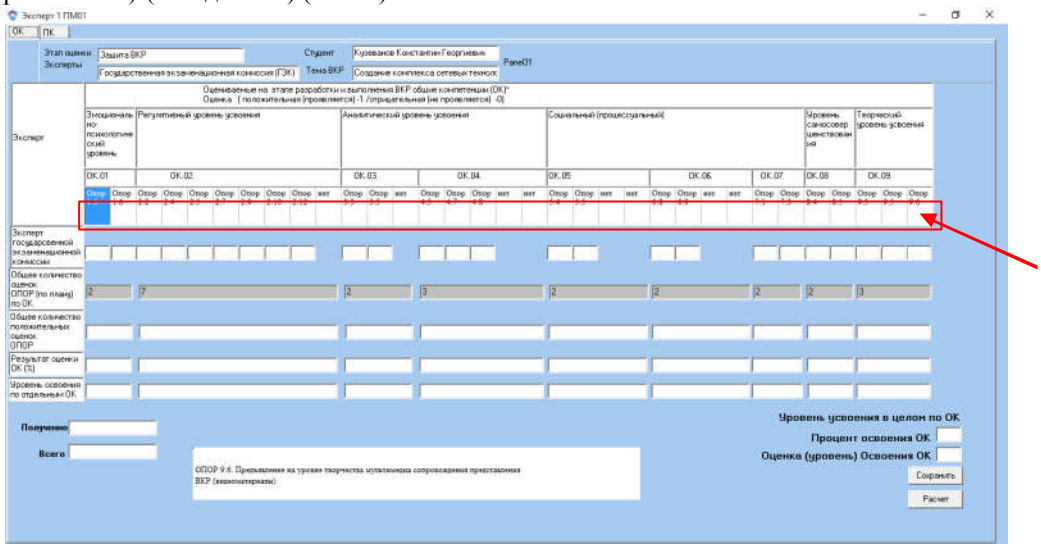

Рис. 6 Экспертный лист оценки общих компетенций
6. В оценочном листе Эксперт оценивает уровень сформированных общих компетенций, отслеживая проявление основных показателей оценки результата путем проставления в ячейках нуля (не проявляется) или единицы (проявляется) (вкладка ОК) (Рис. 6).